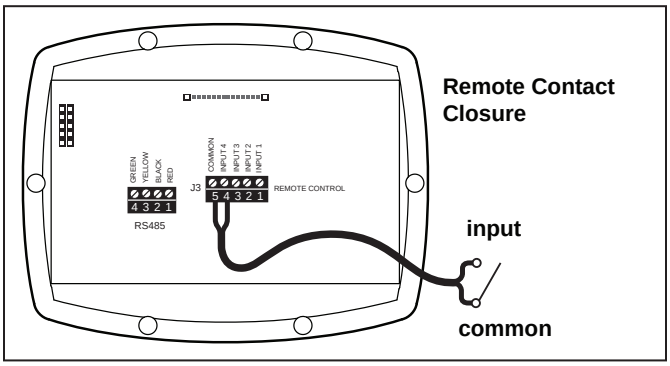

Figure 5. Connect to Remote Contacts
2. Connect one side of the remote contact closure to the COMMON terminal on J3 REMOTE CONTROL connector of the controller. See *"Figure 5. Connect to Remote Contacts"*